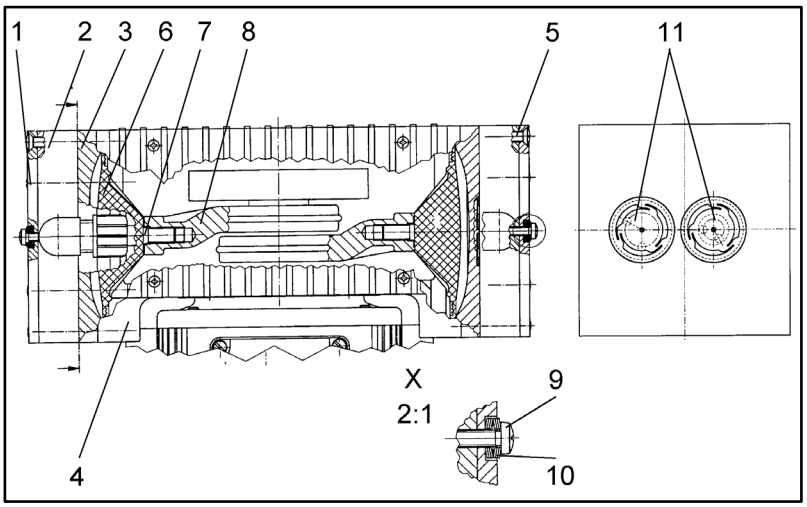

Abb. 10: Pumpenköpfe FTE-Ausführungen (symbolisch)
ℹ Die Positionsnummern innerhalb der folgenden Arbeitsanweisungen beziehen sich auf Abb. 10.
- Die ersten drei aufzusteckenden Tellerfedern müssen vom Schraubenkopf wegweisen, die folgenden drei dem Schraubenkopf zugeneigt sein (siehe Detail X in Abb. 10).